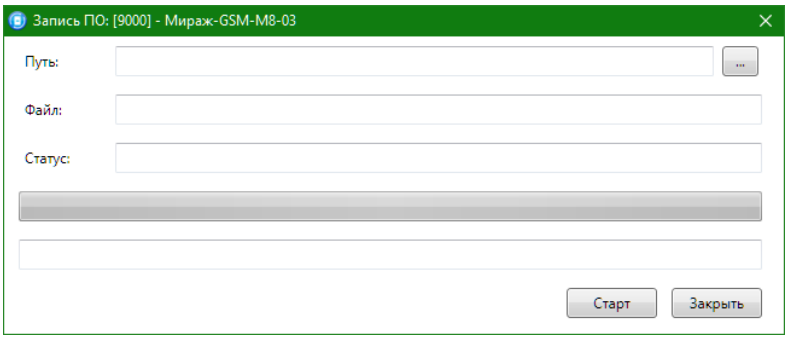

Рис. 9.2. Окно *Запись ПО*
2. В открывшемся окне *Запись ПО* (рис. 9.2) укажите путь к файлу встроенного ПО на вашем ПК (файл имеет расширение **.sbin**) и нажмите кнопку *Старт*.